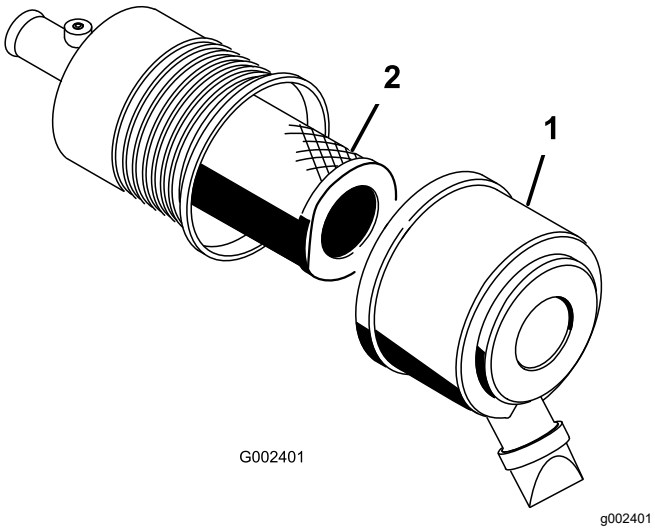

Figur 43
1. Åpne låsene på luftrenserdekslet og trekk luftrenserdekslet av luftrenserkroppen (Figur 43).
3. Skyv filteret forsiktig ut av luftrenserkroppen (Figur 43).
5. Skyv filteret forsiktig inn over hoveddelslangen (Figur 43).
6. Sett på luftrenserdekslet med siden vendt oppover, og og fest låsene (Figur 43).